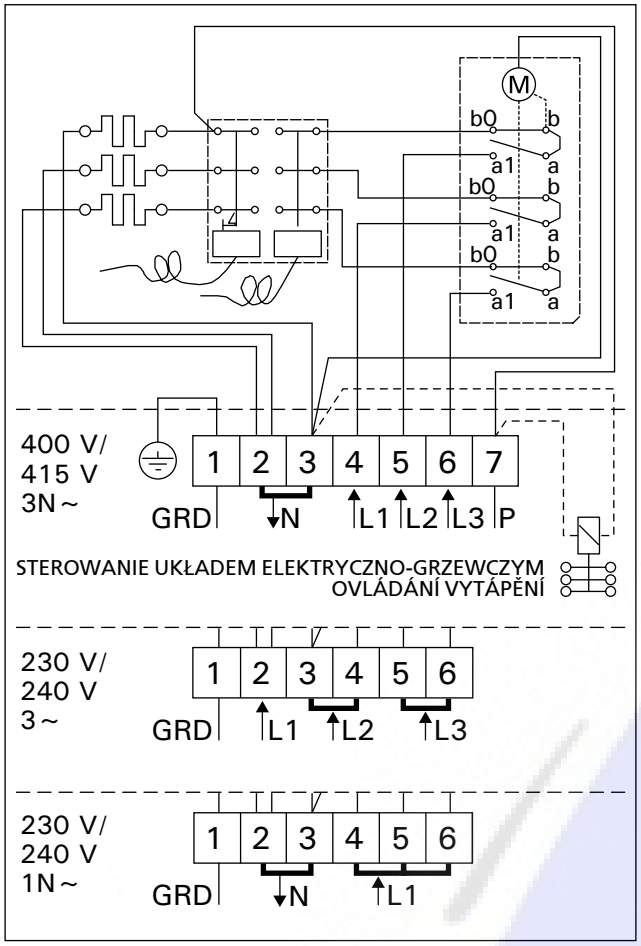

Rys. 10. Schemat elektryczny (BC)
- Oprócz złączy zasilania, piec BC jest wyposażony w złącze dodatkowe (P), które umożliwia regulację ogrzewania elektrycznego (rys. 10). Piec pobiera energię, kiedy jest włączony. Kabel sterujący ogrzewaniem elektrycznym jest doprowadzany bezpośrednio do skrzynki przyłączy i stąd do listwy zaciskowej pieca wzdłuż kabla gumowego tej samej grubości, co kabel przyłączeniowy.